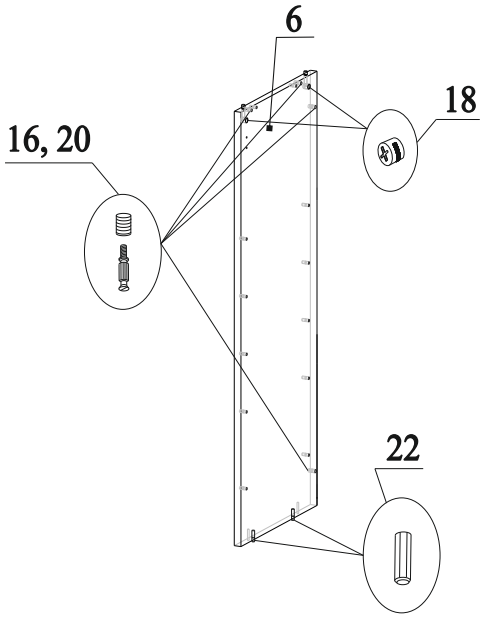

Рис.5
8. В отверстия на детали 6 вставить эксцентрики 18 стрелками к торцевым отверстиям (рис.5);
9. В отверстия с обоих сторон на детали 6 вбить муфты 20 и вкрутить в них дюбеля 16 (рис.5);
10. В нижний торец детали 6 вставить шканты 22 (рис.5);